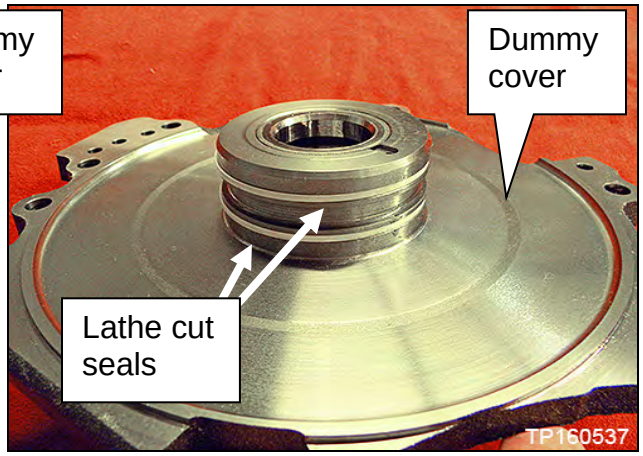

Figure 20B
- Do NOT remove the lathe cut seals (Figure 20B) from the dummy cover. These seals will be reused.